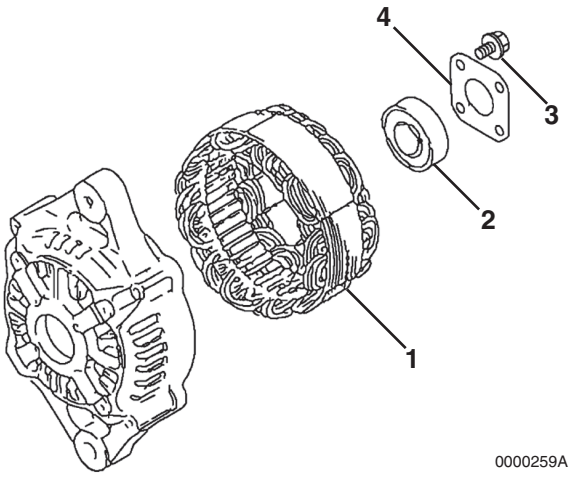

Figure 11-13
2. If removed, lubricate the outside diameter of a new front frame housing bearing. Press the bearing **(Figure 11-13, (2))** into the front frame housing. Reinstall the plate **(Figure 11-13, (4))** to the front housing. Tighten the four bolts **(Figure 11-13, (3))**.
3. Position the stator assembly **(Figure 11-13, (1))** on the front frame housing studs.